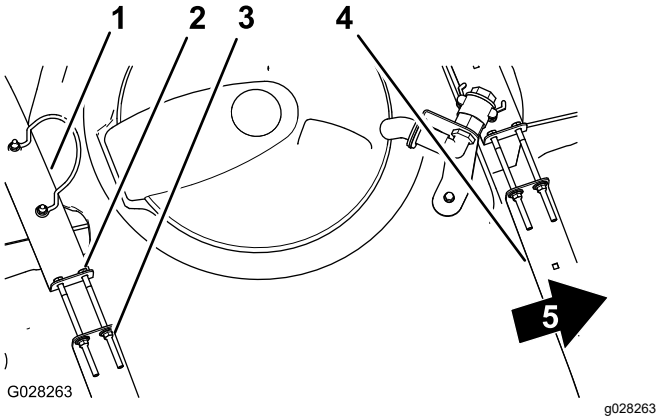

Figur 21
2. Kontrollera om det finns något spel mellan tankremmarna och tanken (Figur 21).
3. Om tankremmarna sitter löst mot tanken drar du åt flänslåsmuttrarna och skruvarna upptill på remmarna tills remmarna sitter tätt mot tanken (Figur 21).